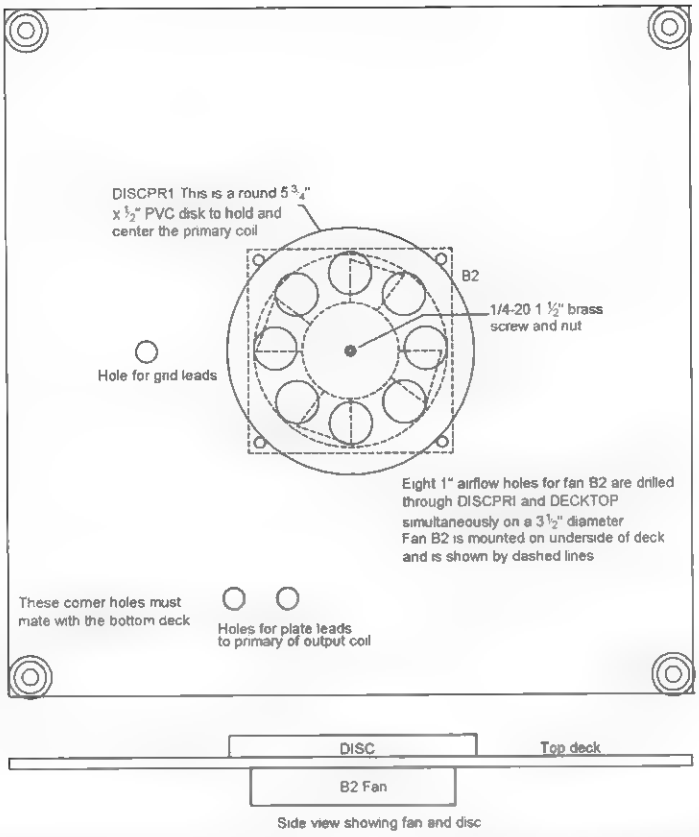

Figure 17-9 *Top deck fabrication and assembly*
7. Fabricate the DECKTOP, as shown in Figure 17-9. This piece was originally shown as being
Insert a 1" width aluminum bracket into the base end with a 1/4-20 tapped hole for screwing on to the brass screw from figure 17-9. Bend down ½" 90 degree ends to attach to inner diameter of coil via brass screws and nuts.